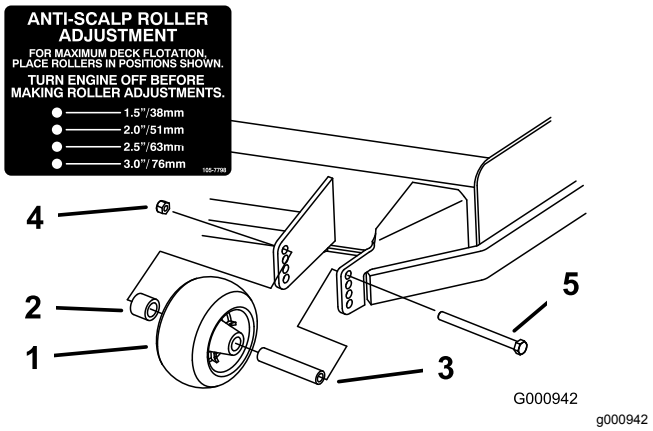
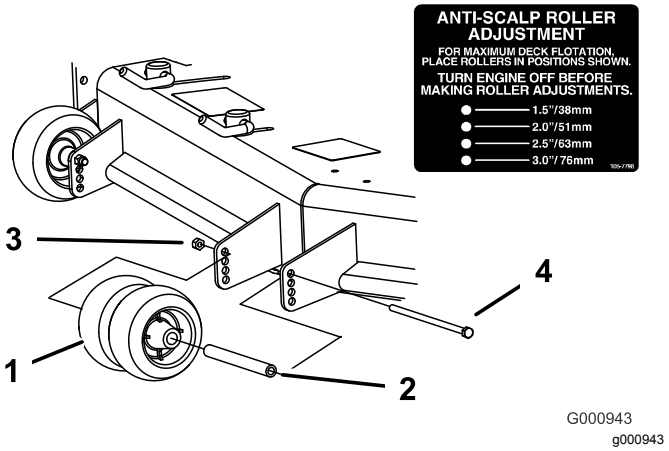
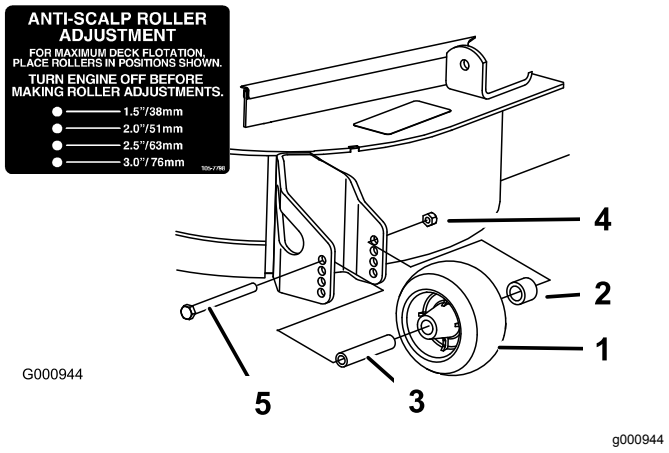

**Figur 30**
**Figur 31**
**Figur 32**
3. Justera antiskalvalsarna på det sätt som visas i Figur 30, Figur 31 och Figur 32.